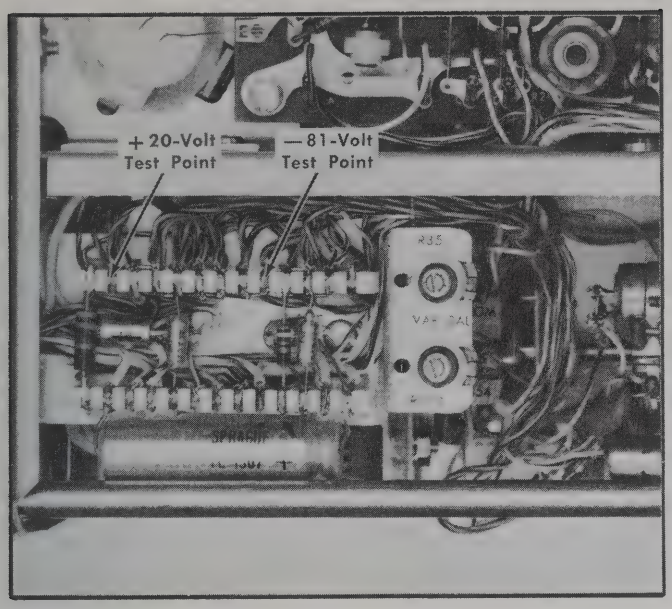

Fig. 6-4. Location of power-supply test points (left side).
b. Connect the DC voltmeter from the —81-volt test point (see Fig. 6-4) to chassis ground.
d. Connect the DC voltmeter from the +20-volt test point (see Fig. 6-4) to chassis ground.
d. Connect the probe tip to the —81-volt test point (see Fig. 6-4).
i. Connect the probe tip to the +20 volt test point (see Fig. 6-4).